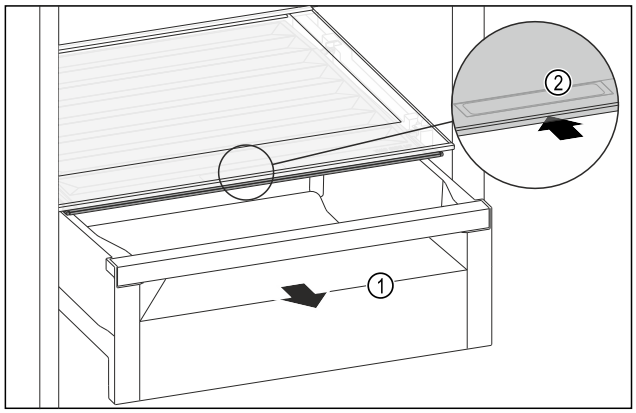

Fig. 172
▶ Extrageți sertarul *Fig. 172 (1)*.
▶ Prindeți mânerul încastrat *Fig. 172 (2)* de la capacul compartimentului și glisați concomitent capacul compartimentului spre partea posterioară.